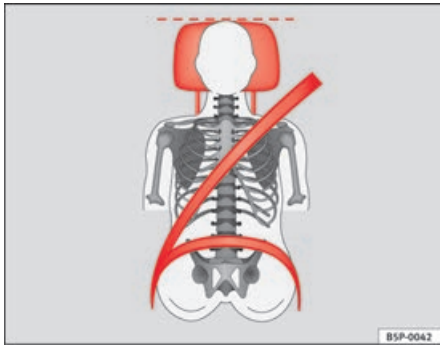

Fig. 13 Correct belt web and head restraint positions, viewed from front
- **The shoulder belt must be positioned around the middle of the shoulder. The seat belt must lie flat and snugly on the torso ⇒ fig. 13.**